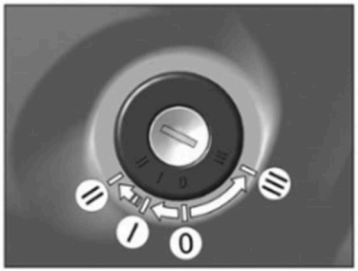
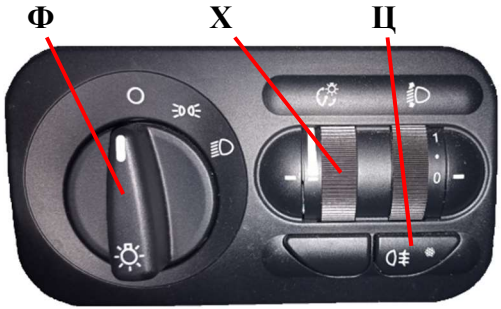

Рис. 5.8 Положения ключа в замке выключателя приборов, стартера и противоугонного устройства
Рис. 5.14 Модуль управления светотехникой (вариант 1)
ДХО включены при положении **I** ключа в замке выключателя приборов, стартера и противоугонного устройства (*рис. 5.8*) и положении **O** выключателя наружного освещения на модуле управления светотехникой (*рис. 5.14*).
- перевести ключ замка зажигания в положение **I** (рис. 5.8), двигатель не запускать;